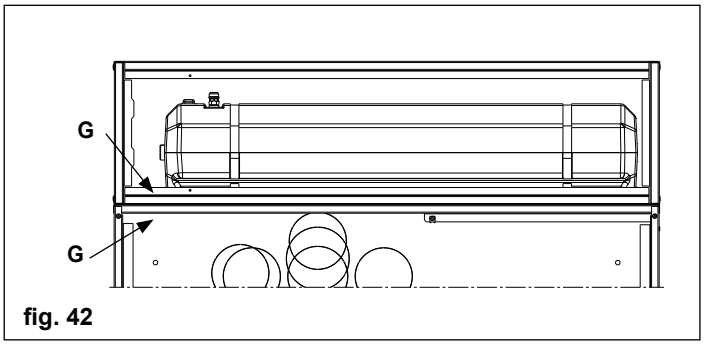

fig. 42
- Verificare che siano state eliminate le pretranciature (**G** - fig. 42) per il passaggio dei tubi dall’estensione accumulo inerziale (lato inferiore sinistro) e dal box (lato superiore sinistro)